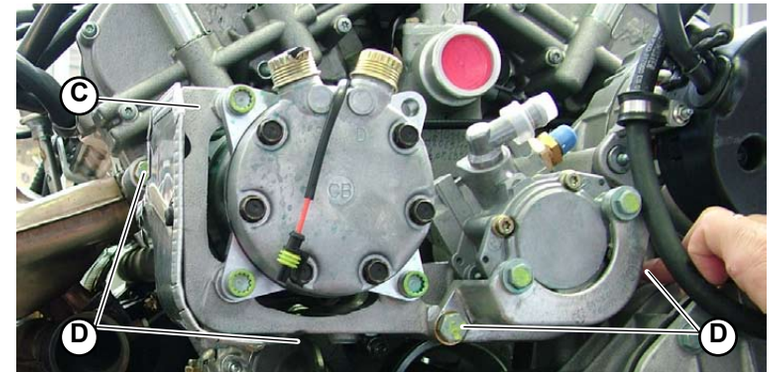

Fig.2
2. Position the power steering pump frame, air condition system compressor and alternator (**C-Fig.2**) and secure it using the 4 screws (**D-Fig.2**), without damaging the pipes.